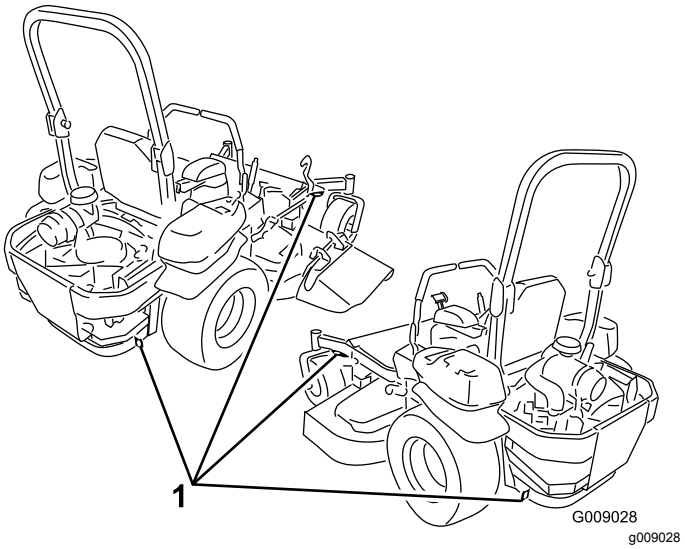

図 29
5. マシンにはロープ固定用のアイがついているので、チェーンやロープなどを使ってトラックやトレーラに機体をしっかりと固定する図 29。